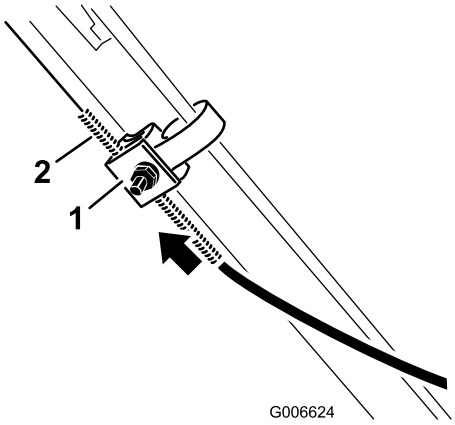

Figur 29
4. Skub kabelkappen 5 mm opad (Figur 29).